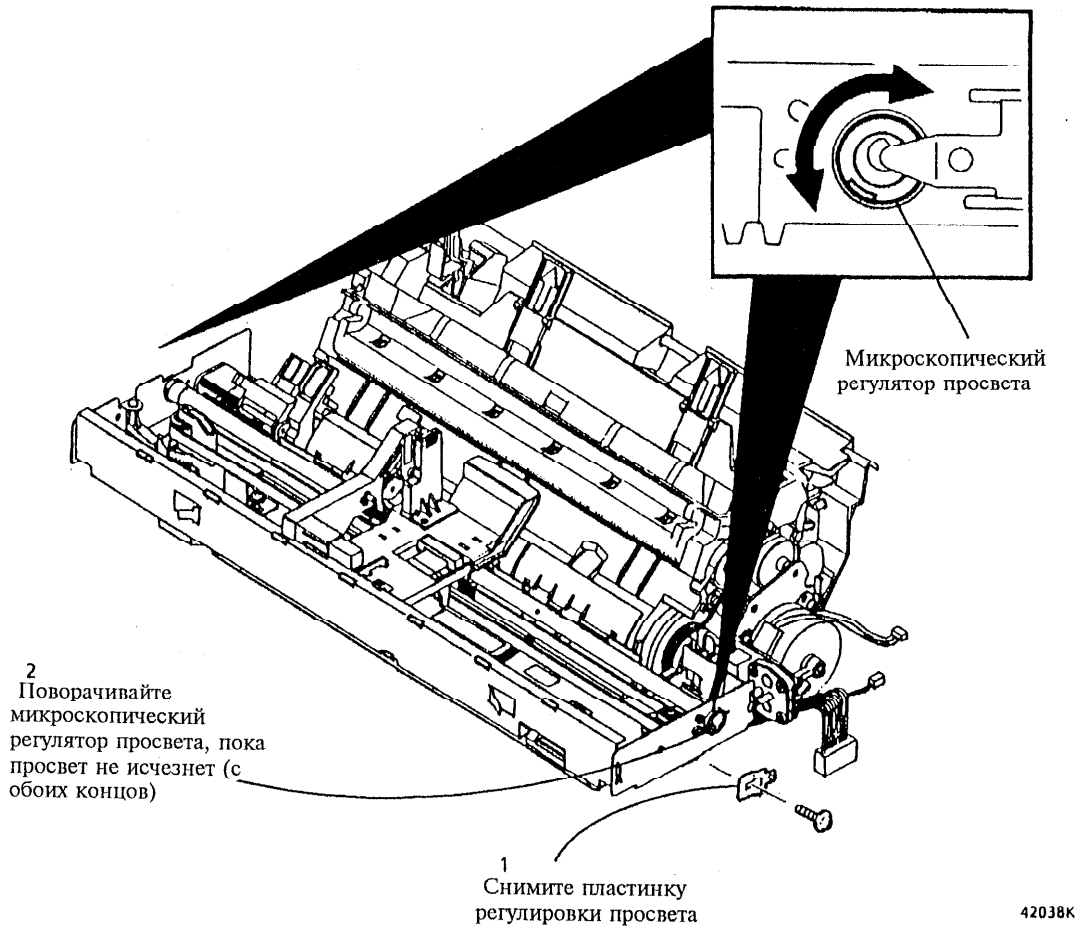

Рис. 4 Установка просвета головки
2. (Рис. 4): Установите просвет головки на обоих концах узла каретки в соответствии с техническими характеристиками.